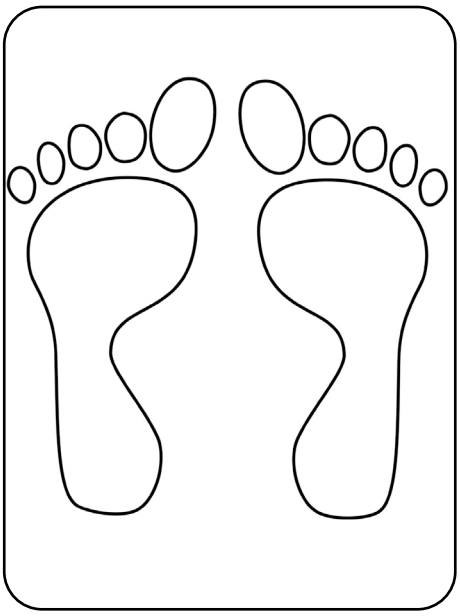
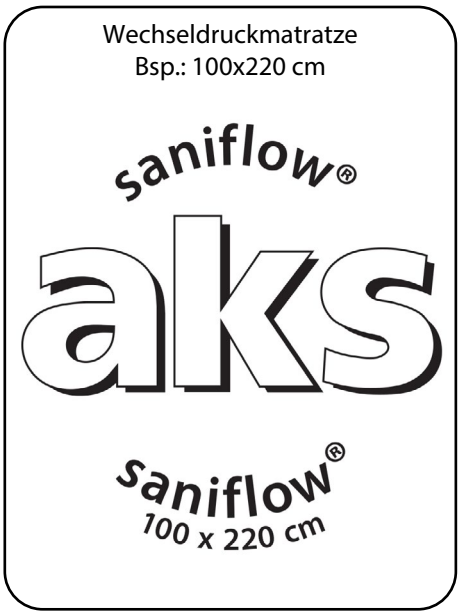

Abb. 6.01 - Aufdruck Matratzenbezug Fußsymbol
Abb. 6.02 - Aufdruck Matratzenbezug Typenbezeichnung
6. Positionieren Sie die Wechseldruckmatratze so auf der Matratze/Liegefläche des Bettes, dass sich die Versorgungsschläuche rechts unten am Fußende befinden (aus der Sicht der im Bett liegenden Person). Der Aufdruck „Fußsymbol“ (Abb. 6.01) auf der Wechseldruckmatratze muss sich am Fußende des Bettes befinden. Der Aufdruck der Typenbezeichnung (Abb. 6.02) befindet sich dann an der Kopfseite. Beide Aufdrucke kennzeichnen außerdem die Oberseite/ Liegefläche der Wechseldruckmatratze.